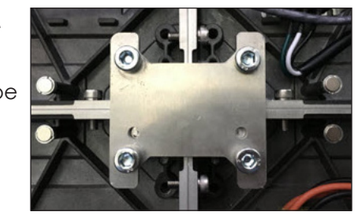

Figure 25: *Align Panel Faces*
7. Use a 6 mm Allen wrench to attach the flattening jig to the front of the panels, and ensure the panel faces are completely flush. Refer to **Figure 25** and **Flatten Panels (p.4).**